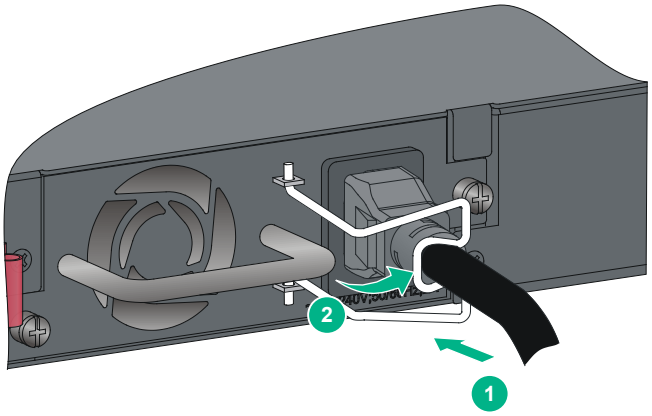

図 3-18 PSR150-A1 への AC 電源ケーブルの接続 2
3) 図 3-18の①に示すようにAC電源ケーブルの電源モジュール接続側を装置のAC電源
4) 図 3-18の②に示すように AC 電源ケーブルを電源モジュールに固定するため、AC 電源ケーブルの固定金具を右に移動してください。